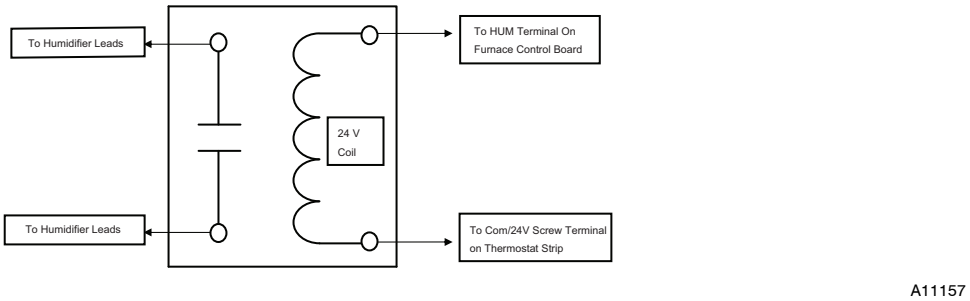

**Fig. 35 - Field-supplied Isolation Relay for Humidifiers with Internal Power Supply**
### Accessories (See Fig. 35 and 37.)
**NOTE**: If the humidifier has its own 24 VAC power supply, an isolation relay may be required. Connect the 24 VAC coil of the isolation relay to the HUM and COM/24V screw terminal on the control board thermostat strip. See Fig. 35.